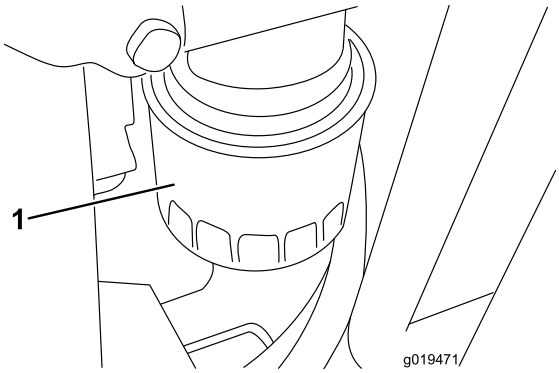

Bild 55
2. Entfernen Sie den Ölfilter (Bild 55). Ölen Sie die neue Dichtung am Ölfilter leicht mit frischem Öl ein, bevor Sie den Filter eindrehen. Ziehen Sie nicht zu fest.